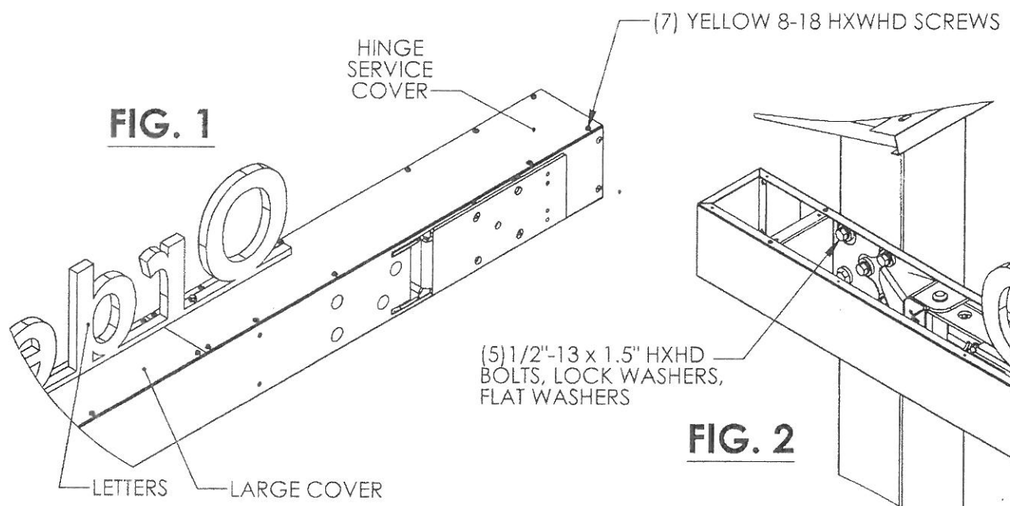

FIG. 1
1. REMOVE HINGE SERVICE COVER **(SEE FIG.1)**